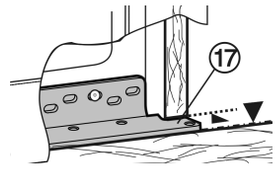

Fig. 27
- ▶ Schuif het apparaat in de nis, tot de onderste lagerbus *Fig. 27 (17)* de voorzijde van de meubelwand raakt.
- ▷ De lagerbus *Fig. 27 (17)* rust op de bodem van de nis.